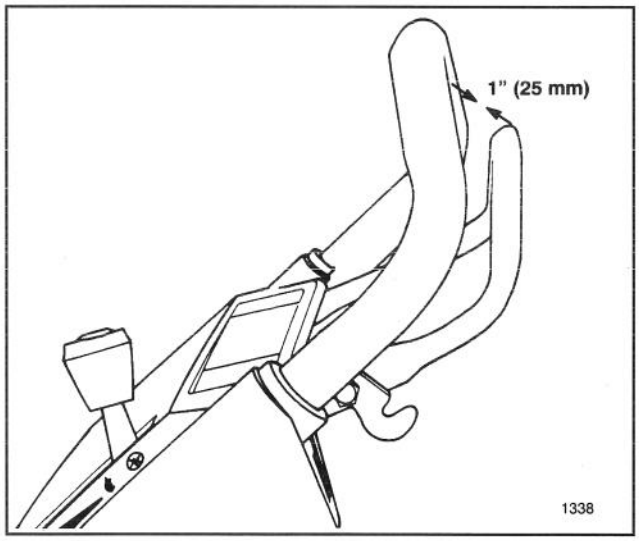

Afbeelding 20
3. Om vervolgens de wielaandrijving te controleren, de bedieningsstang langzaam in de richting van de hendel duwen. De aandrijving is goed afgesteld indien u weerstand voelt als de bedieningsstang zich ongeveer 25 mm van de bovenste hendel bevindt (Afb. 20).
5. VERWIJDEREN VAN HET MES—Pak het uiteinde van het mes vast met behulp van een oude lap of dikke gewatteerde handschoen. Verwijder dan de bout op het mes, de veerring, de mesversteviging en tenslotte het mes (fig. 20).